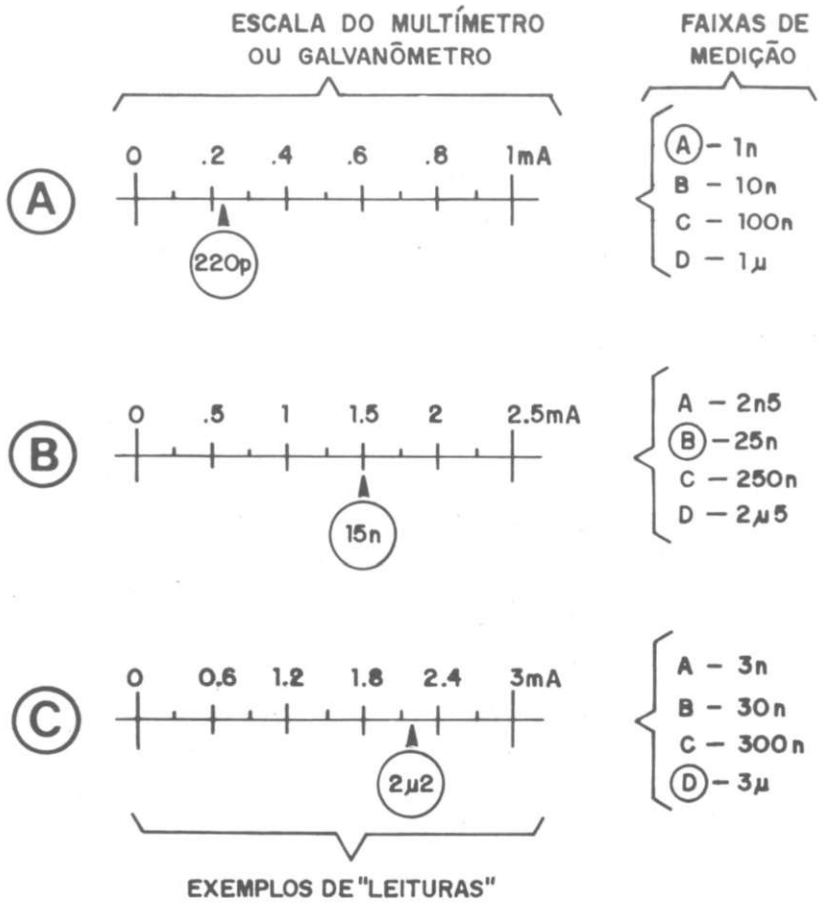

Fig.7
Para uma correta CALIBRAÇÃO e LEITURA, devemos observar atentamente a fig. 7 e suas "escalas/exemplo":
- **FIG. 7-A** - Se o alcance do galvanômetro for de 1mA, as faixas de medição serão: 1n-10n-100n-1u. A distribuição provável das divisões da escala, bem como um exemplo de leitura (220p) estão indicadas na figura.
- **FIG. 7-B** - Se o alcance da faixa (multiteste) for de 2,5mA, as faixas ideais de medição serão: 2n5-25n-250n-2u5. As divisões prováveis e um exemplo de medição (15n) estão indicadas na figura.
- **FIG. 7-C** - Se a faixa baixa do multiteste tiver um fundo de escala de 3mA, as posições da chave do MOCAM corresponderão idealmente a: 3n-30n-300n-3u. Um exemplo de divisões e de medição (2u2) encontram-se na figura.
Observar que, nos exemplos/sugestões da fig. 7, são indicadas também as posições do chaveamento do MOCAM. No primeiro exemplo, supomos que o chaveamento está na posição "A", correspondente a um fundo de escala de 1n. No segundo caso, o chaveamento estaria na faixa "B", com um fundo de escala em 25n. Finalmente, no terceiro exemplo, o chaveamento de faixas do MOCAM estaria na posição "D", correspondendo a um fundo de escala de 3u.
A calibração é fácil, feita a partir de um "componente/referência". Basta usar um capacitor de boa qualidade, baixa tolerância e de valor - obviamente - conhecido e comprovado. Supondo que a situação de escala é a exemplificada na fig. 7-B. Coloca-se a chave do MOCAM na faixa "B" (correspondente a um fundo de escala de 25n). Aplica-se os terminais de medição do MOCAM a um capacitor/referência de 15n e ajusta-se lentamente o **trim-pot** do módulo até que o ponteiro do galvanômetro indique **exatamente** a posição correspondente aos 15n (igualzinha à leitura/exemplo mostrada na figura...). Pronto. O **trim-pot** não deve mais ser mexido, e **todas** as 4 faixas de medição do MOCAM já estarão calibradas.